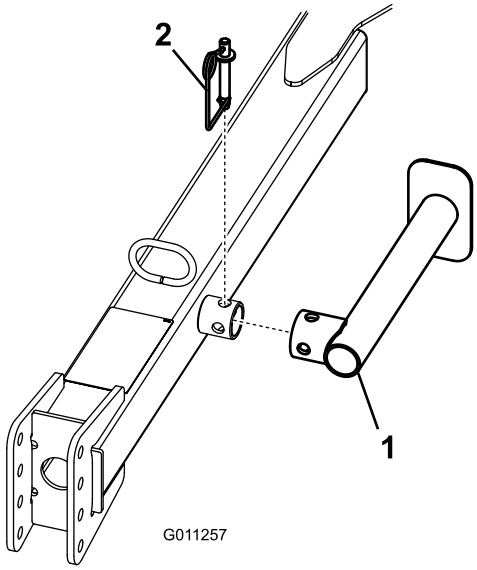

Figur 8
3. Fjern fjærtappen, roter støttebenet ned og monter fjærtappen (Figur 8).